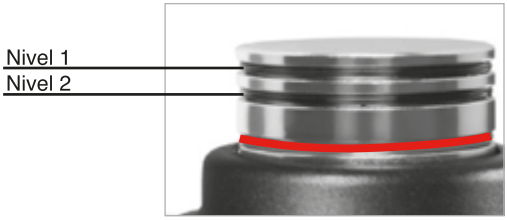

Fig. 9
- Cuando se ve la línea roja en el indicador, significa que la presión interior es demasiado alta, que tiene que apagar la fuente de calor y comprobar el problema. (Ver fig. 9)